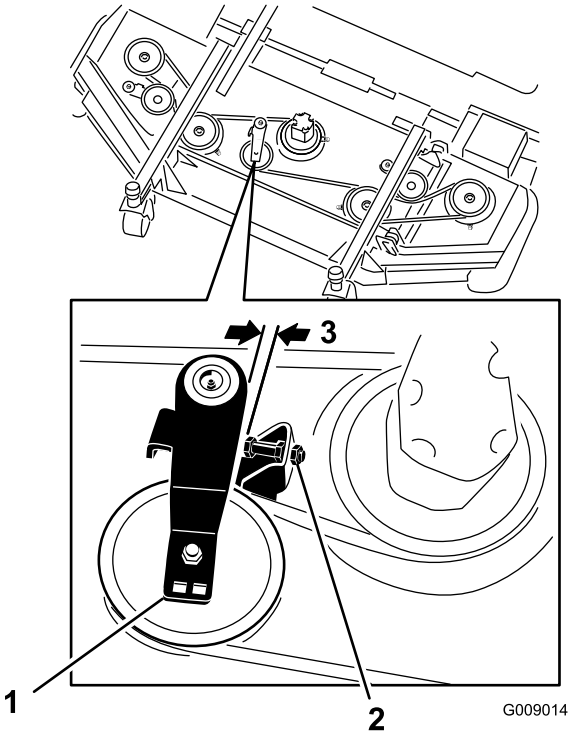

**Figur 127**
3. Lossa kontramuttrarna på mellanremskivans stoppskruv på mitten av det främre däcket, och skruva in stoppskruven i fästet (Figur 127).
4. Använd en spärrnyckel eller liknande verktyg för att flytta varje vingdäcksremskiva från drivremmen så att remspänningen minskar och remmen kan glida av vingdäcksremskivan (Figur 127).